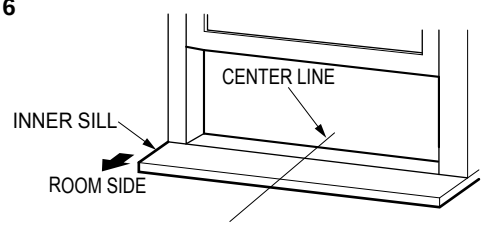

Figure 7
b. The bracket helps to hold unit securely in place. Be sure to place bracket edge flush against back of inner sill. See Figure. 7.